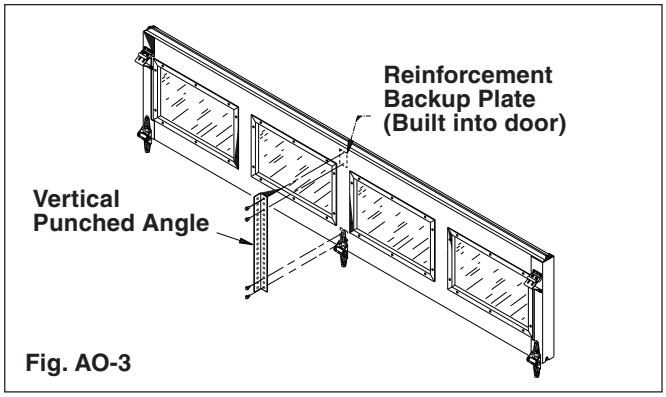

**Fig. AO-3**
You will need a 1¼" x 1¼" minimum punched angle at least 13 gauge or 3/32" thick from your local hardware or building supply store. This punched angle ties in to reinforcing plates built in the door. These will be located directly under the pre-punched holes. The angles may need to be trimmed to fit the reinforcement holes and/or section height. Proper attachment requires #14 x ⅝" sheet metal screws and at least two reinforcing plates being used. (FIG. AO-3 - AO-6)
**NOTE:** All reinforcing angles are to be attached with #14 x ⅝" sheet metal screws at the reinforcement back-up plate locations. (FIG. AO-3 – AO-6)